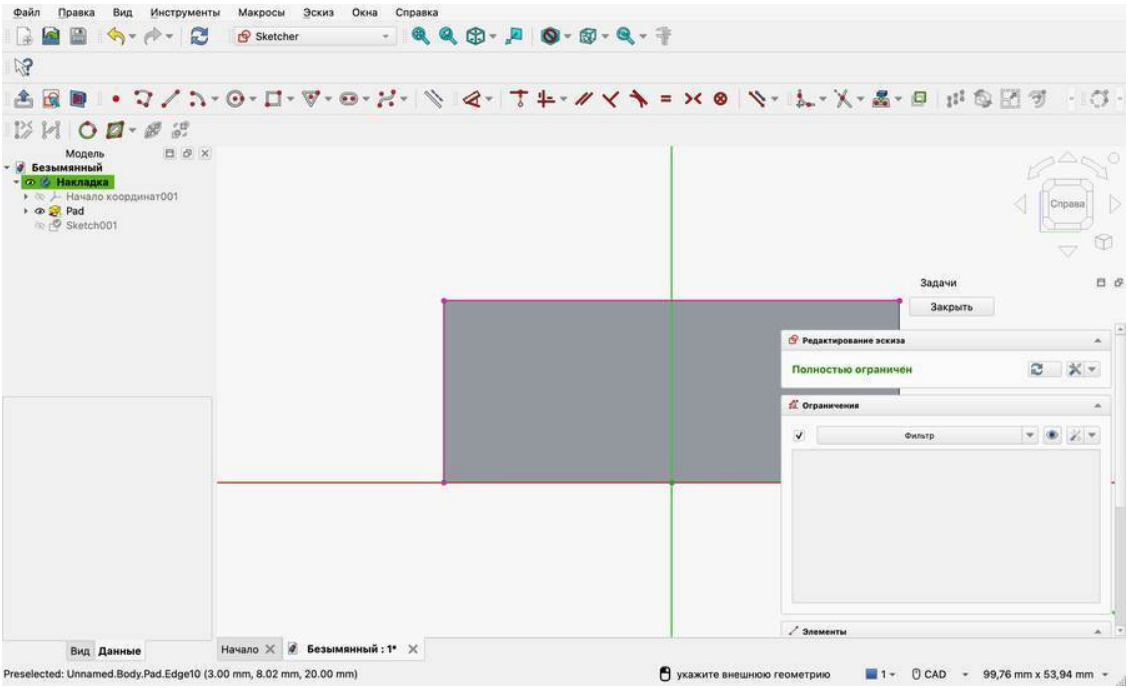

Рис. 6.3 — Две кромки спроецированы в эскиз
2. Щёлкните левую кромку пластины, затем верхнюю. Вдоль каждой легла пурпурная линия с точками на концах (рис. 6.3).